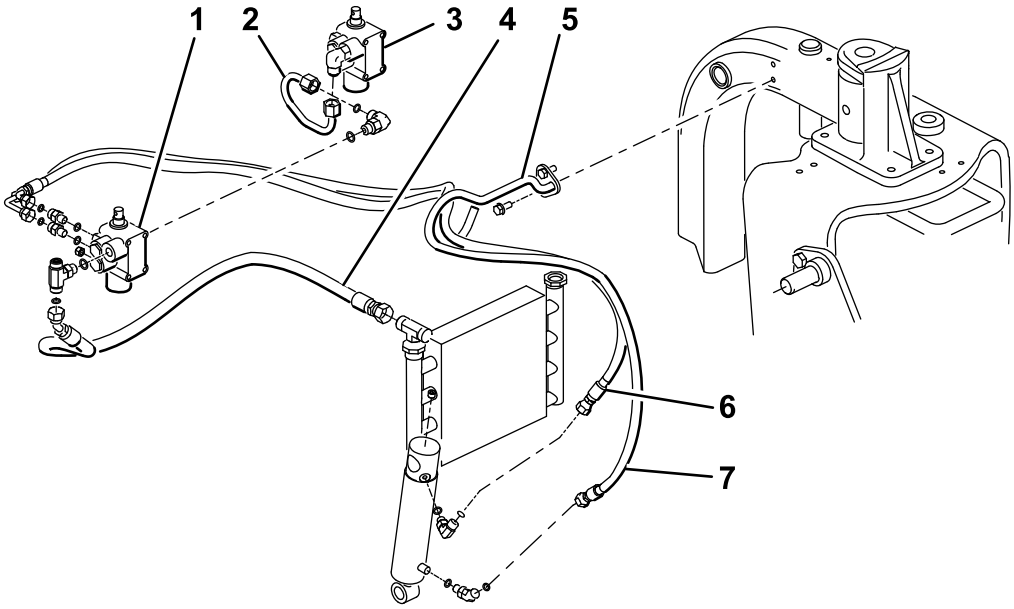
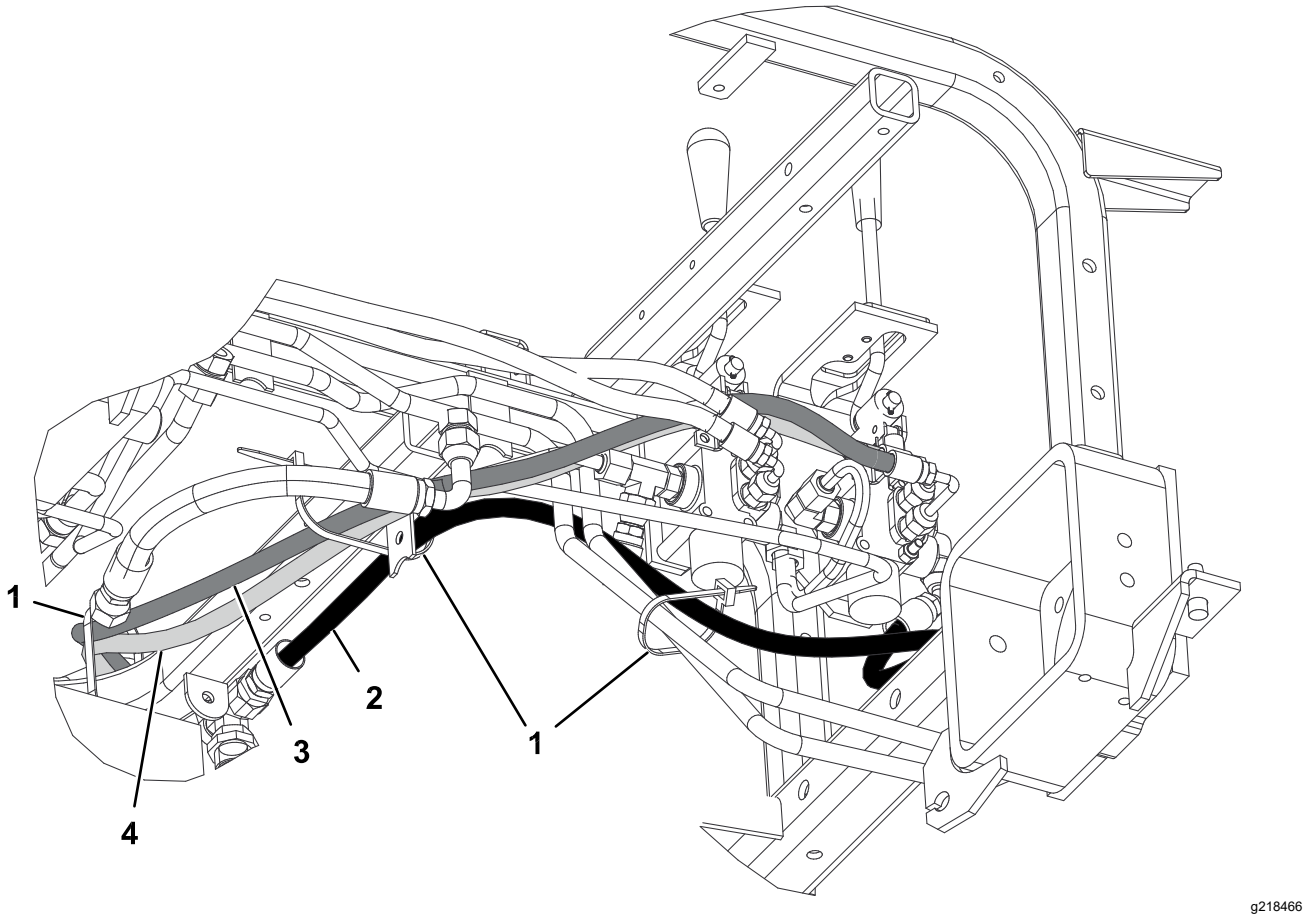

Rysunek 22
Rysunek 23
1. Podłącz zespół przewodu (nr części 108-8447) do kolanka 90° z lewej strony nowego zaworu i nowo zamontowanego kolanka 90° na dotychczasowym zaworze podnoszenia (Rysunek 22).
2. Podłącz trójnik z przewodem hydraulicznym zakończonym kolankiem 45° (nr części 108-8449) do otwartej strony trójnika z prawej strony zaworu, a prosty koniec przewodu do wolnego złącza chłodnicy oleju (Rysunek 22). Sposób poprowadzenia przewodów pokazano na Rysunek 23 i Rysunek 24.
3. Zamocuj druciany uchwyt węża do lewej rurki ramy za pomocą 2 wkrętów samogwintujących (5/16 x ¾ cala); patrz Rysunek 22.
4. Podłącz wąż hydrauliczny od strony zakończonej krótkim kolankiem 90° (nr części 108-8453) do prostego górnego złącza z tyłu zaworu. Poprowadź wąż przez druciany uchwyt węża i podłącz prosty koniec węża do złącza na górze siłownika hydraulicznego (Rysunek 22). Sposób poprowadzenia przewodów pokazano na Rysunek 23 i Rysunek 24.
5. Podłącz wąż hydrauliczny od strony zakończonej długim kolankiem 90° (nr części 108-8454) do prostego dolnego złącza z tyłu zaworu. Poprowadź wąż przez druciany uchwyt węża i podłącz prosty koniec węża do złącza na dole siłownika hydraulicznego (Rysunek 22). Sposób poprowadzenia przewodów pokazano na Rysunek 23 i Rysunek 24.
8. Używając opasek kablowych, zamocuj węże do maszyny w miejscach pokazanych na Rysunek 23 i Rysunek 24.